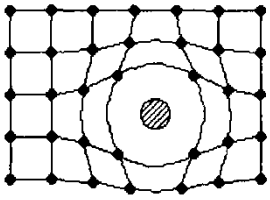

Рис. 11
36. Какого рода дефект кристаллической структуры представлен на рис. 11 ?